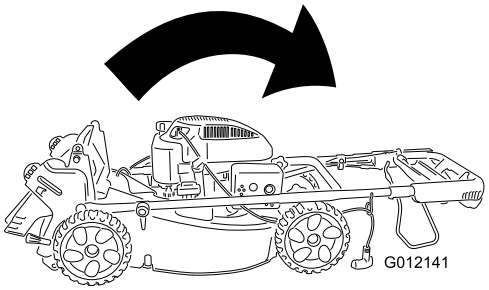

Figur 27
1. För handtaget framåt (Figur 27).